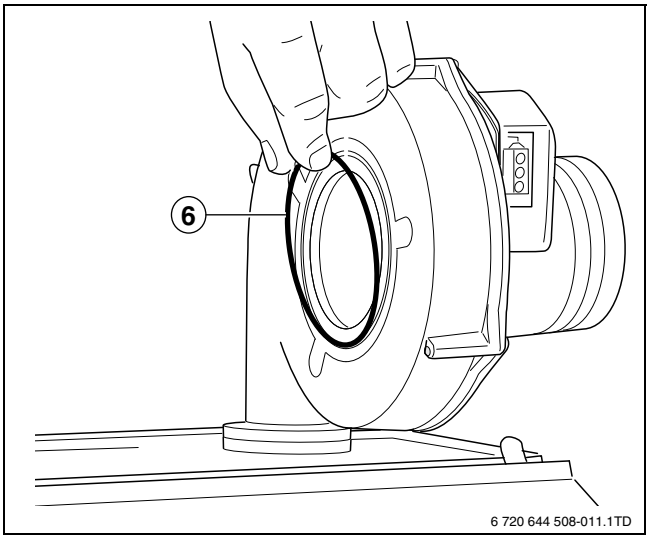

Fig. 17
- ▶ 将随附的风机 O 形圈 （→ 图 17，第 44 页）装入风机。